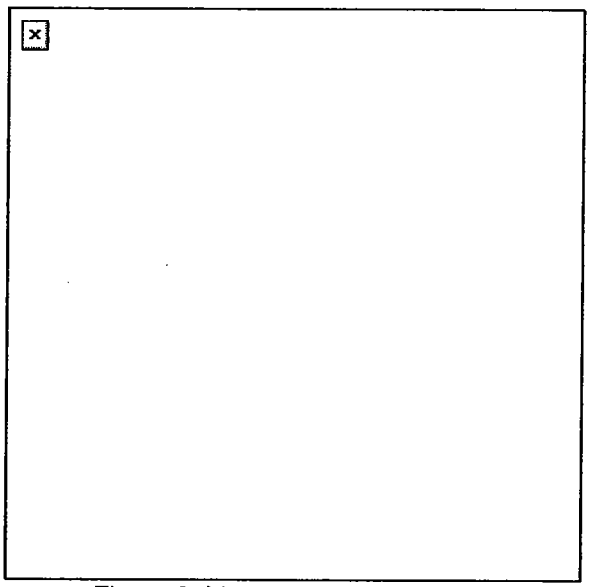

Figure 9. Linear target with depth.
(3) Linear target with depth. Initially aim at the near flank with range set to the midpoint of the target unless another portion of the target is more critical or presents a greater threat. Fire on the near flank, then traverse and search back and forth, covering the entire target (Figure 9).